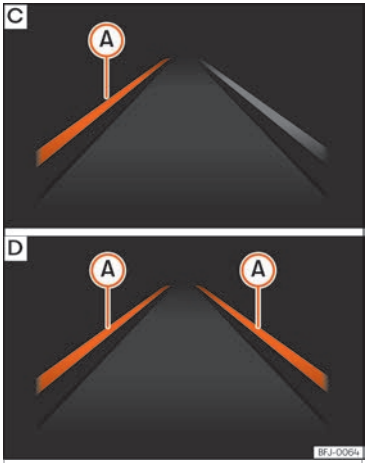

Fig. 273 Sul display del quadro strumenti: indicazione sul display del dispositivo di assistenza per il mantenimento della corsia (esempio 2).
– **fig. 273** C: il dispositivo è operativo, la linea evidenziata (A) indica il rischio di oltrepassare involontariamente la linea di demarcazione della corsia e sta agendo sullo sterzo per correggere la traiettoria.
– **fig. 273** D: le due linee evidenziate (A) si accendono contemporaneamente quando entrambe le linee di demarcazione della corsia sono state rilevate e la funzione di guida adattativa nella corsia è attiva.